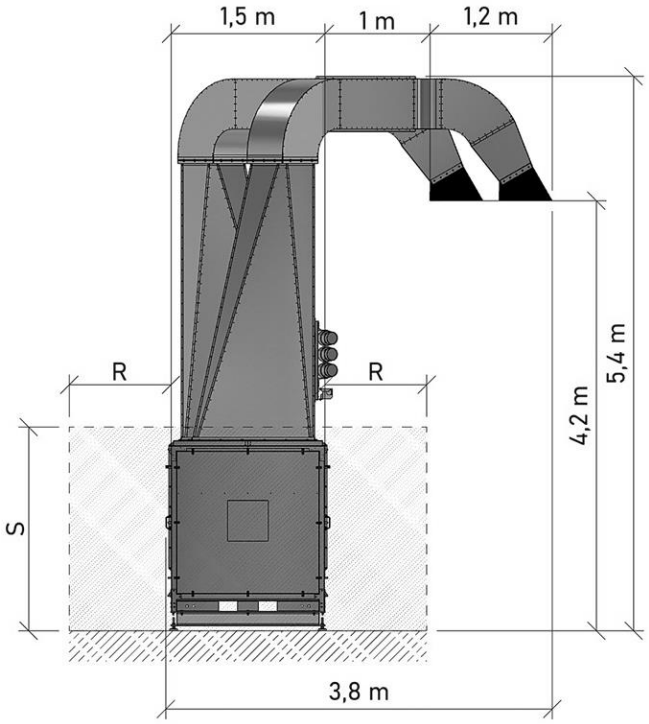
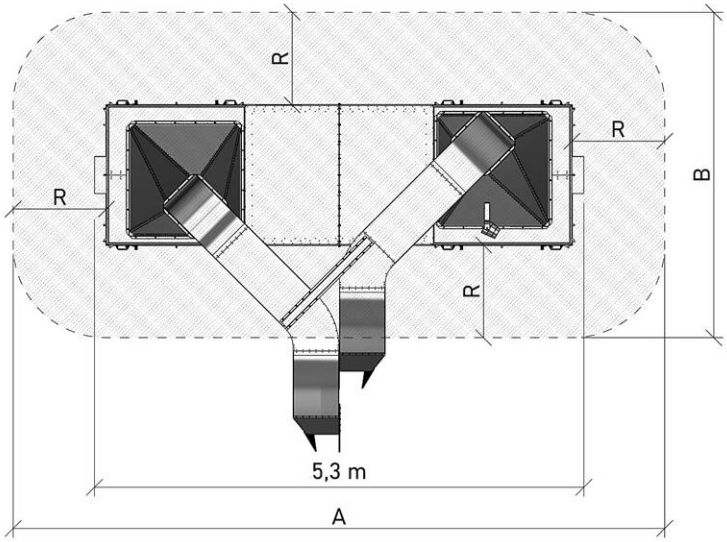

Rysunek 9 Przestrzeń robocza – Rzut boczny
Rysunek 10 Przestrzeń robocza – Rzut góry
B. Wielkość obszaru przewidzianego do ergonomicznej i bezpiecznej obsługi urządzenia pokazano w pkt 6.1 – patrz wyżej – Rysunek 9 i Rysunek 10 na str. 27.